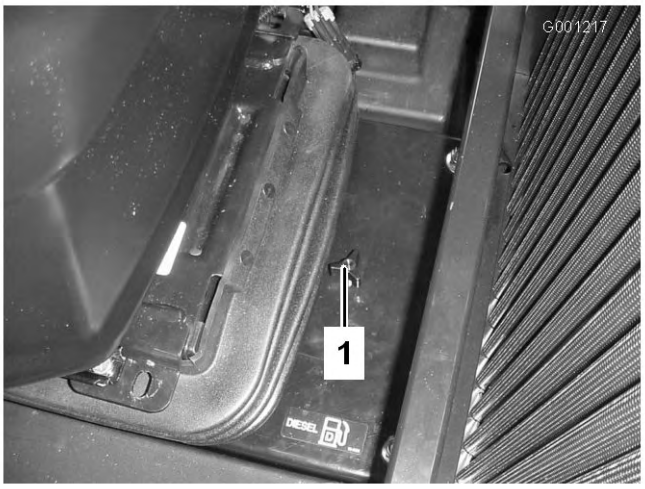

Figur 31
1. Løsn knappen, og fjern adgangsdækslet bagest på sædemonteringspladen (Figur 31).